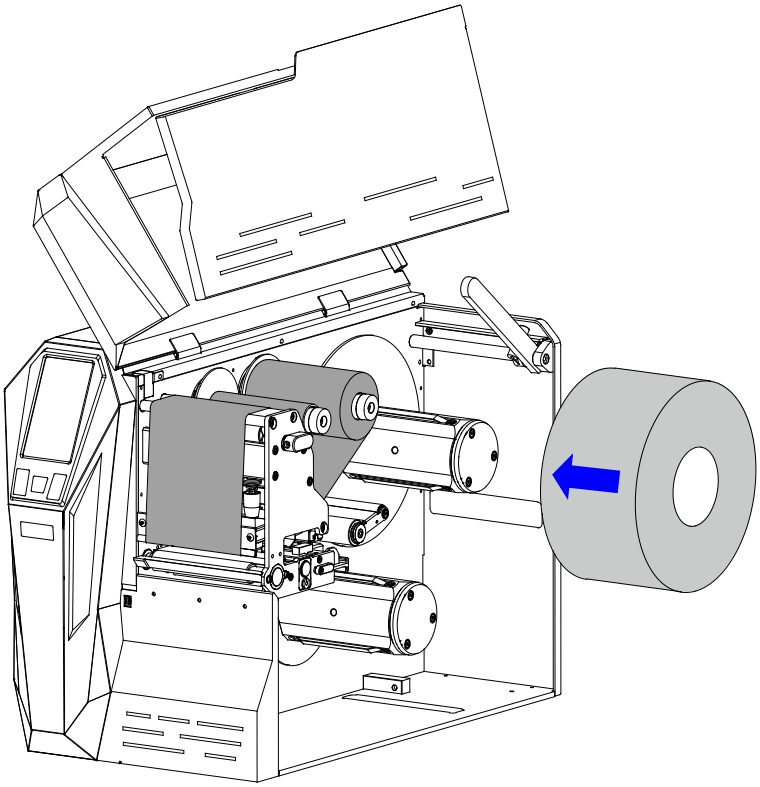

Figure 2-18 Load the Media
2. Load a media roll onto the Media Spindle, make sure that the media roll is firmly pushed against the Stop Plate. As shown in Figure 2-18.